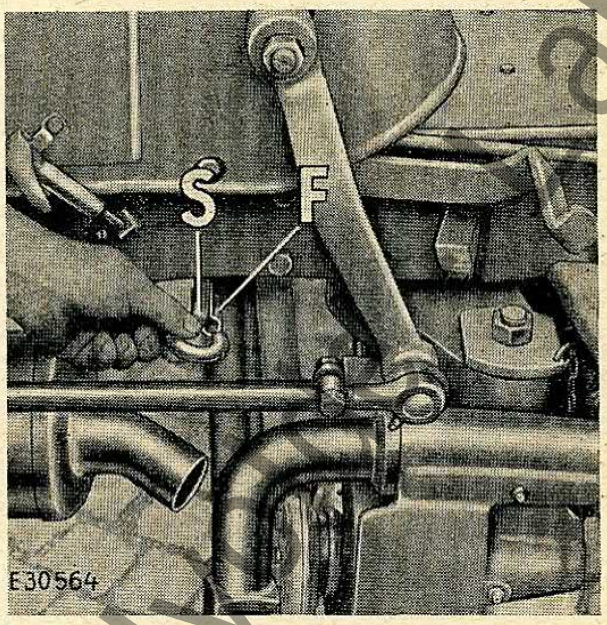
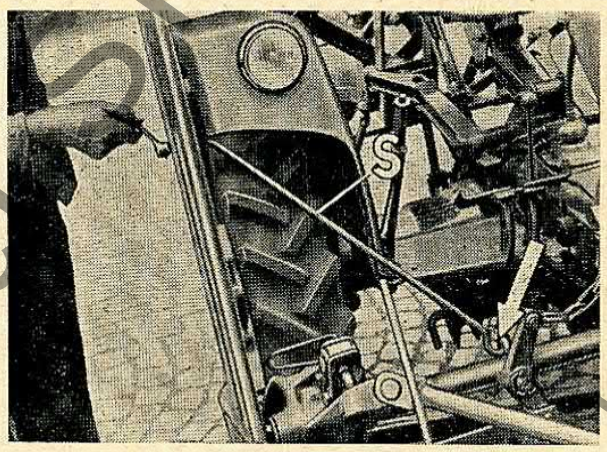
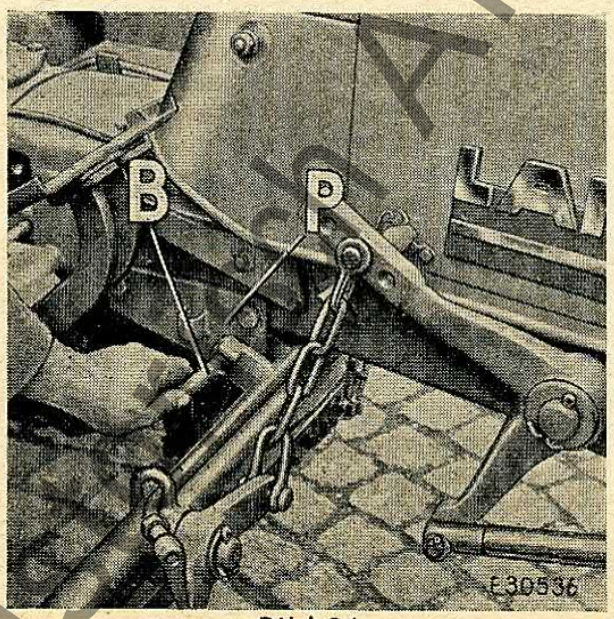

Bild 25
Bild 26
Bild 24
6. Um das Mähwerk in **Transportstellung** zu bringen, ist es wieder in Putzstellung zu heben **und die Hydraulik auszuschalten** (siehe Punkt 3); dann durch Einstecken des Bolzens (B, Bild 24) durch die Stege am Gelenkbalken und die Platte (P) in dieser Stellung zu sichern. Riemen entspannen (Punkt 5); die Strebe für Senkrechtstellung (S, Bild 25) aus der Federklemme (F) am linken Ende des Gelenkbalkens ziehen, vorschieben, bis sich die offene Öse am Gelenkbalken einhängt (Pfeil, Bild 26). Mähbalken von Hand senkrecht stellen, Fingerschutz aufstecken. Dann die Strebe für Senkrechtstellung durch den Schutz und den Mähbalken stecken und mit Knebelmutter sichern (Bild 26). Die Anschlagmutter an der Strebe muß soweit eingedreht sein, daß der Mähbalken beim Festziehen durch die Knebelmutter leicht unter Spannung steht.